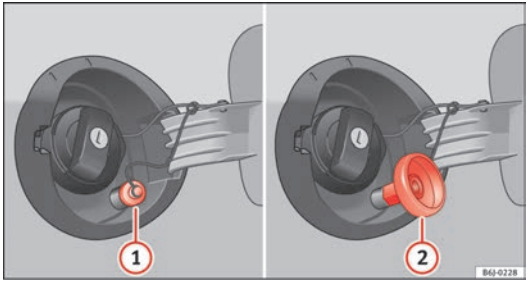

Fig. 121 Fuel tank open with LPG filler neck and adapter
– Unscrew the cap of the gas filler neck ⇒ Fig. 121 (1).
– Screw the required adapter ⇒ Fig. 121 (2) on the gas filler neck (1).
– Unscrew the adapter ⇒ Fig. 121 (2).
– Screw on the cap of the gas filler neck ⇒ Fig. 121 (1).